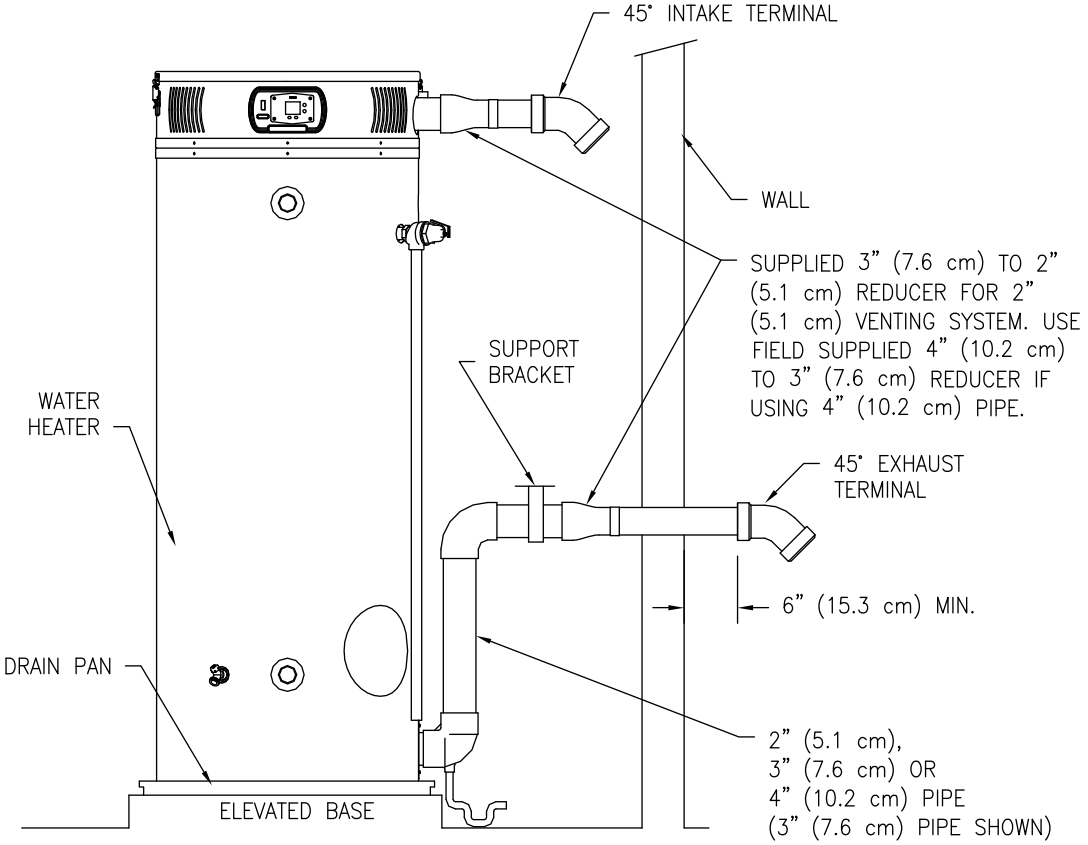

Figure 16. Typical Horizontal Power Vent System
2. Use the proper cement or sealant to secure the exhaust vent terminal provided with the water heater to the pipes. The distance between the back edge of the exhaust vent terminal and the exterior wall (see Figure 16) must be 6 inches *(15.3 cm).* Use the proper cement and assembly procedures to secure the vent connector joints between the terminal and the blower outlet. Provide support brackets for every 3 feet *(.9 m)* of horizontal vent.